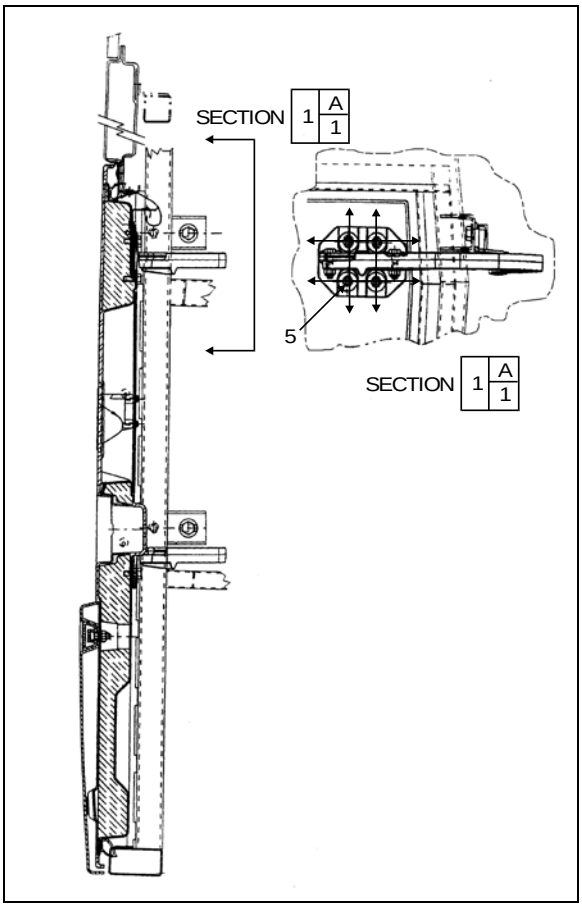

FIGURE 81: FRONT SERVICE DOOR 18195
7. Loosen screws (5, Figure 81) to allow the door to be shifted "UP or DOWN".